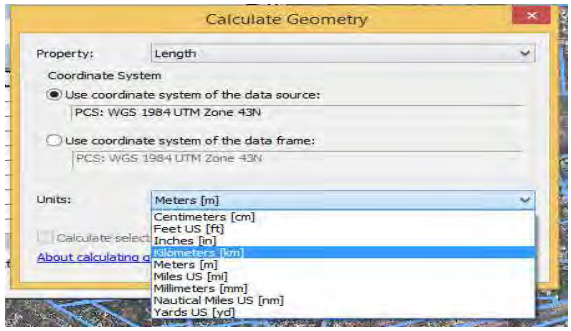

Figure 3.7. Calculate Geometry Window
- Calculate Geometry window is opened as shown in figure 3.7.